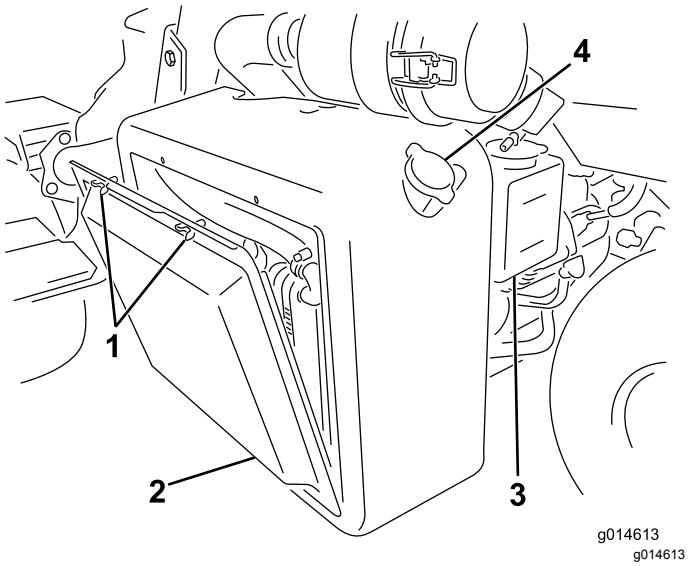
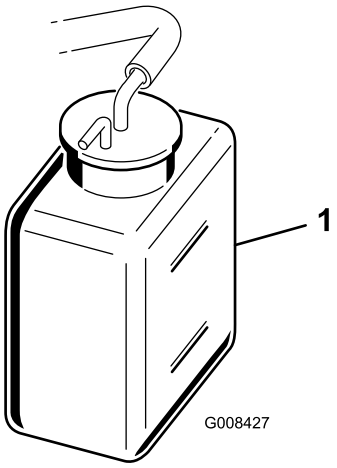

**Figuur 47**
**Figuur 48**
1. Verwijder het radiateurscherm (Figuur 47).
2. Controleer het koelvloeistofpeil (Figuur 47 en Figuur 48).